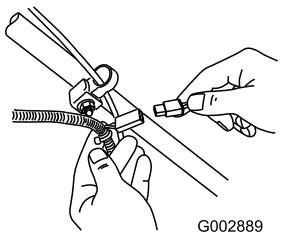

Figur 40
1. Slut opladeren til plæneklipperens ledningsnet neden for tændingsnøglen (Figur 40).